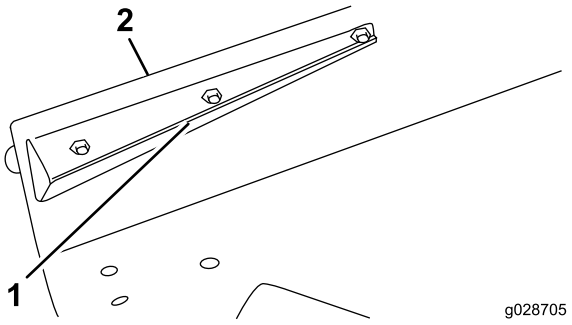

Figur 8
2. Montera den främre gräsriktarens ände vid däcket med en huvudskruv (5/16–18 x 7/8 tum) och låsmutter (Figur 8).
3. Rikta in skärmen efter däckets kant och använd den som mall för att markera och borra de återstående två hålen, 9,5 mm i diameter, i däcket (Figur 8).
4. Fäst skärmen vid däcket med två huvudskruvar (5/16–18 x 5/8 tum) och två låsmuttrar (Figur 8).